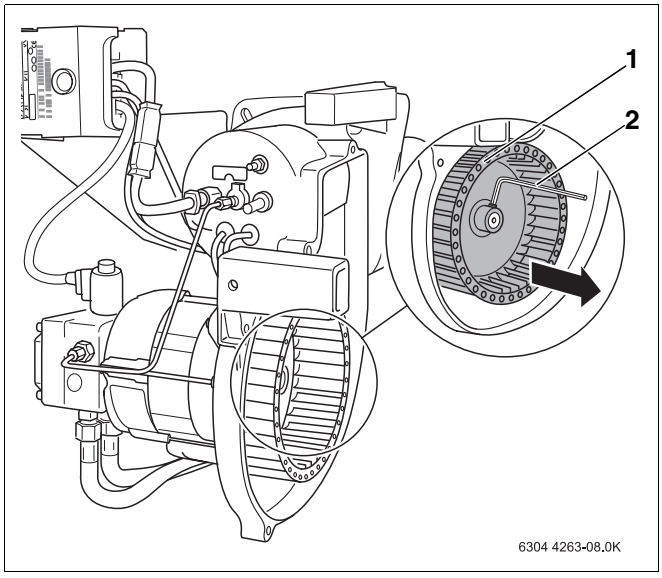

Abb. 22 Gebläserad prüfen, ggf. reinigen
- Gebläserad (Abb. 22, **Pos. 1**) mit einem Innensechskantschlüssel (Abb. 22, **Pos. 2**) lösen und von der Welle ziehen.
- Gebläserad (Abb. 22, **Pos. 1**) wieder montieren.